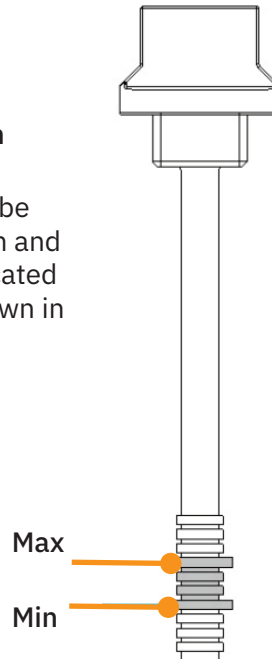

Figure 3
The oil level needs to be between the Minimum and Maximum marks indicated on the dipstick as shown in figure 3
3. Gradually fill the buffer with oil until the oil level is visible between the minimum and maximum levels on the dipstick (indicated on figure 3)
6. Remove dipstick and inspect level. The oil level needs to be between the minimum and maximum marks indicated on the dipstick as shown in figure 3.